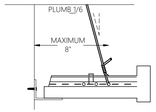
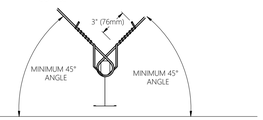

FIGURE 5a
FIGURE 5b • COUNTER SLOPING
HANGER (SUSPENSION) WIRES (FIGURES 5a AND 5b)
- HANGER AND PERIMETER WIRES MUST BE PLUMB WITHIN 1 IN 6 UNLESS (FIGURE 5a) COUNTER SLOPING WIRES ARE PROVIDED (FIGURE 5b). SOURCE: ASTM C 636 SECTION 2.1.4